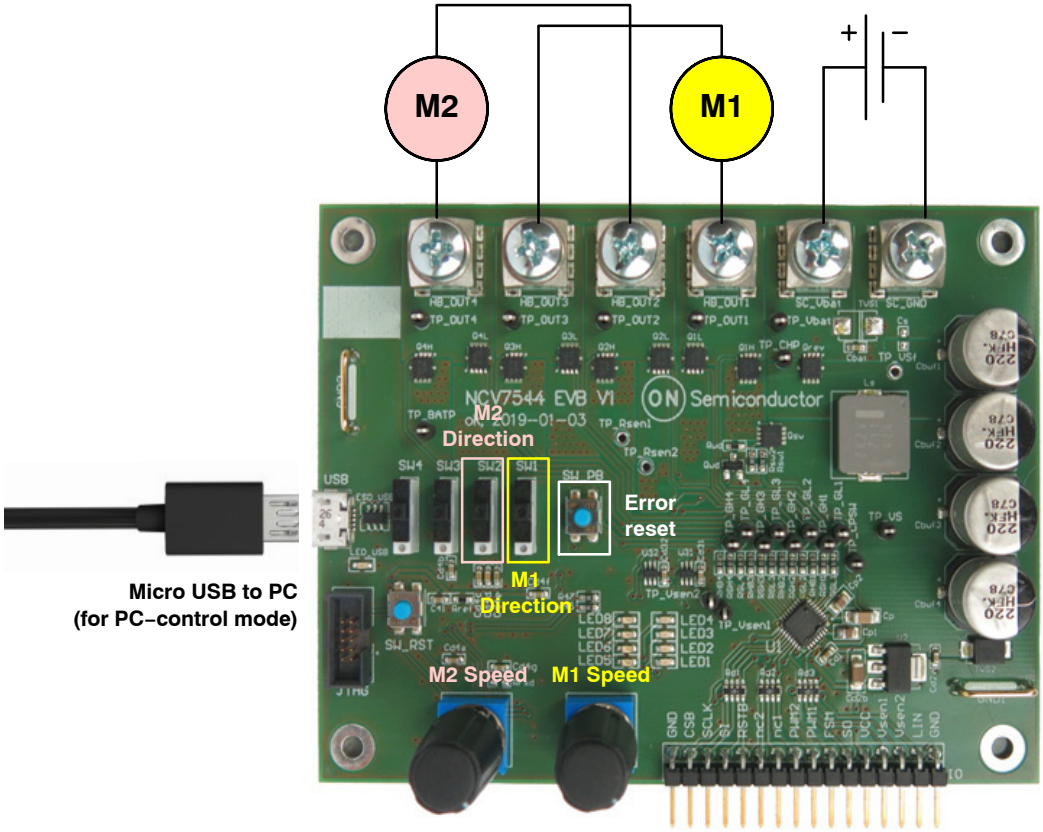

Figure 6. NCV7544 Evaluation Board Connections
1. Connect the loads to the screw bush connectors (see Figure 6). Supported loads are:
2. Connect the main supply (typ. 12 V) to "Vbat" and "GND" screw bush connectors (see Figure 6). The MCU starts in the Standalone mode automatically and NCV7544 is configured.
2. Connect loads to the bush connectors (see Figure 6).
3. Connect main supply to "Vbat" and "GND" bush connectors (see Figure 6).
4. Connect the board by a Micro−USB connector to a PC (see Figure 6).